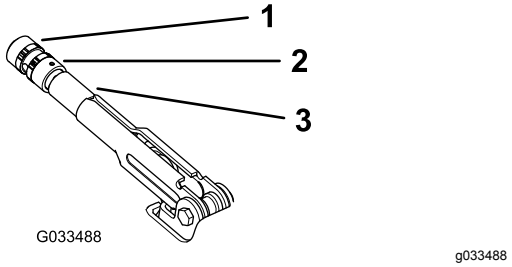

Figur 57
2. Løsne setteskruen som festen knotten til parkeringsbremsespaken (Figur 57).
3. Roter knotten (Figur 57) til det er nødvendig med styrke på 20–22 kg for å heve spaken.
4. Stram setteskruen når du er ferdig (Figur 57).